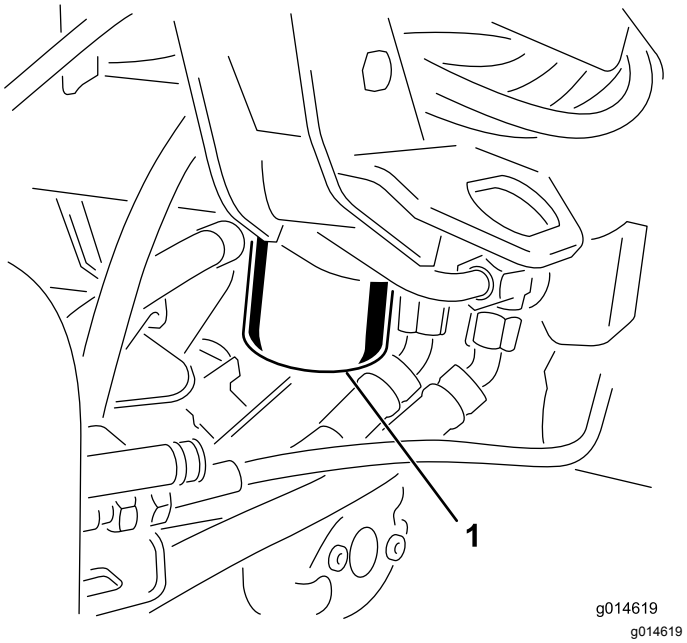

**Figuur 45**
1. Reinig de omgeving van de plaats waar het filter wordt gemonteerd (Figuur 45). Plaats een opvangbak onder het filter en verwijder het filter.